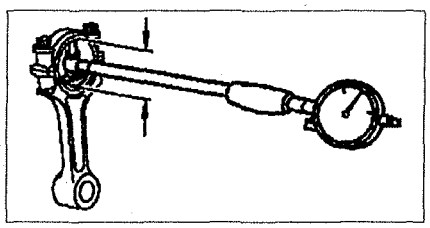

Рис. 2.72. Измерение внутреннего диаметра нижней головки шатуна вместе с вкладышами.
2. Измерьте внутренний диаметр нижней головки шатуна вместе с вкладышами и запишите измеренное значение (см.рис.2.72).